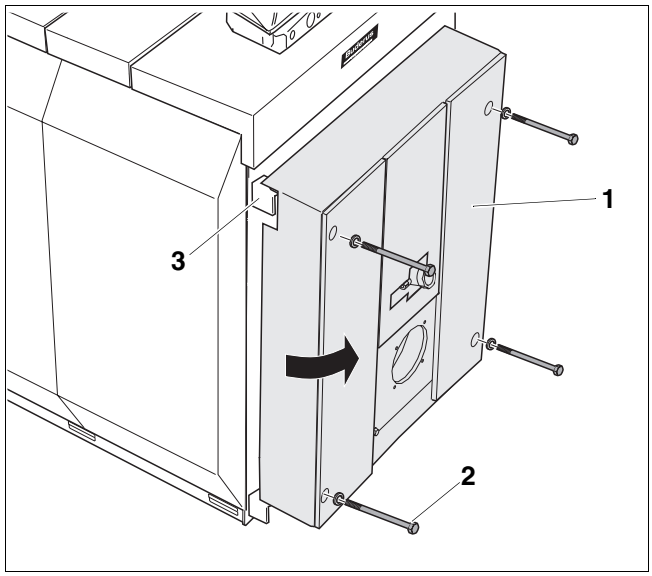

Рис. 47 Открывание дверцы горелки (здесь: дверца с правой навеской)
- Открутить 4 дверных болта (рис. 47, **поз. 2**) и открыть дверцу горелки.
Опорный уголок (рис. 47, **поз. 3**) можно перемещать для регулировки в овальных отверстиях несущего уголка дверцы. При необходимости можно сместить верхний опорный уголок вперед, чтобы дверца могла легко открываться.
- Для этого нужно немного ослабить оба болта опорного уголка и на несколько оборотов открутить болты дверцы (рис. 47, **поз. 2**). Под тяжестью двери опорный уголок передвинется вместе с ней вперед.
- Закрыть дверцу горелки и затянуть ее болтами M12 и M16 (рис. 47**,** стр. 47) крест-накрест.